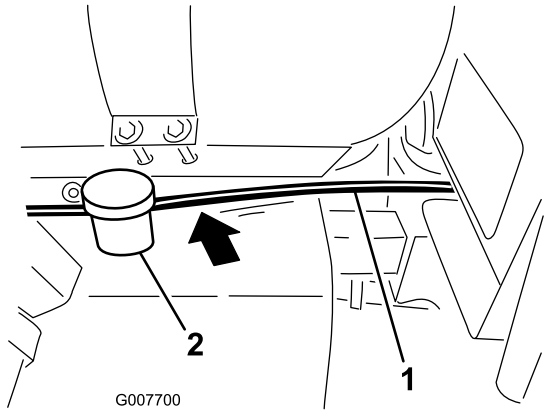

Figuur 10
2. Leid de slang van de beugel van de schuimmarkeerder naar voren, onder de chemicaliëntank en achter de brandstoftank, samen met de bestaande bekabeling naar de ruimte onder het stoelcompartiment (Figuur 10).